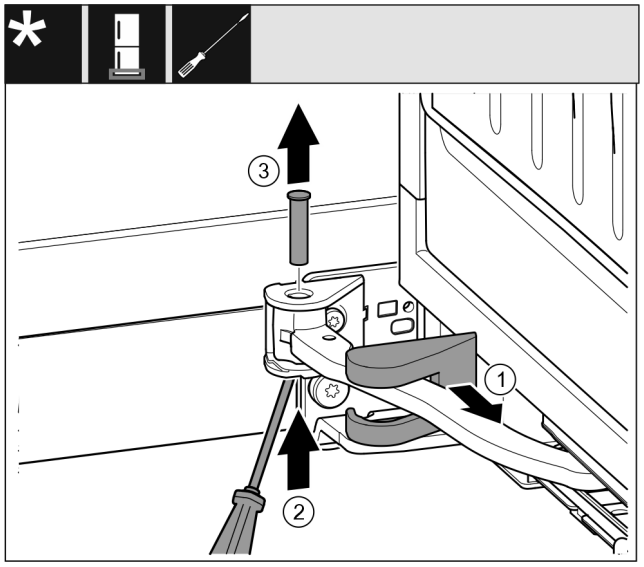

Fig. 19
- ▶ Remove the swap bearing block cover *Fig. 19 (1)* and slide along the joint.
- ▶ Use a screwdriver to lift the bolt *Fig. 19 (2)* from below.
- ▶ Pull out the bolt *Fig. 19 (3)* from above.